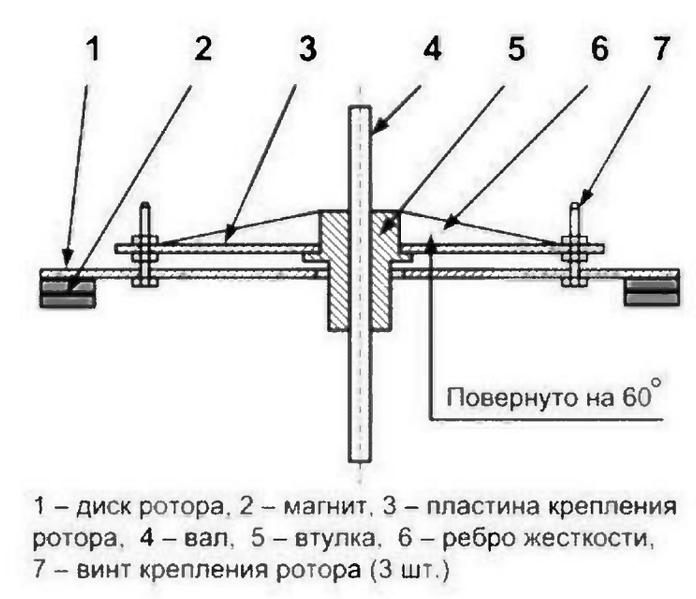

**Рис.3** 1 – диск ротора, 2 – магнит, 3 – пластина крепления ротора, 4 – вал, 5 – втулка, 6 – ребро жесткости, 7 – винт крепления ротора (3 шт.)
Функциональная схема телевизионного шасси PT-92 с кинескопом 110° (PT-92-110 STEREO) (Рис.3. См. статью на стр. 24)
5. Крепление дисков к валу ветродвигателя должно предусматривать устранение осевых биений, плавную установку минимальных зазоров между магнитами и катушками, а также препятствовать сближению противоположных магнитов на расстояние, меньшее величины минимального воздушного зазора, иначе рассоединить их будет очень трудно и можно повредить катушки статора. Например, в рабочем генераторе, который находится в стадии изготовления, предусмотрены треугольные пластины для крепления дисков роторов с помощью трех винтов, приваренных головками к дискам ротора, и гаек. Пластины приварены к втулкам, которые, стыкуясь на валу, создают монтажный зазор между полюсами магнитов в три раза больше рабочего. Втулки крепятся к валу стопорными винтами с наружной стороны. Вращением гаек диски роторов приближаются к статору с одновременным устранением осевых биений. При достижении минимальных биений ротора и зазора между магнитами и статором, гайки окончательно затягивают (вариант крепления диска ротора показан на **рис.3**).